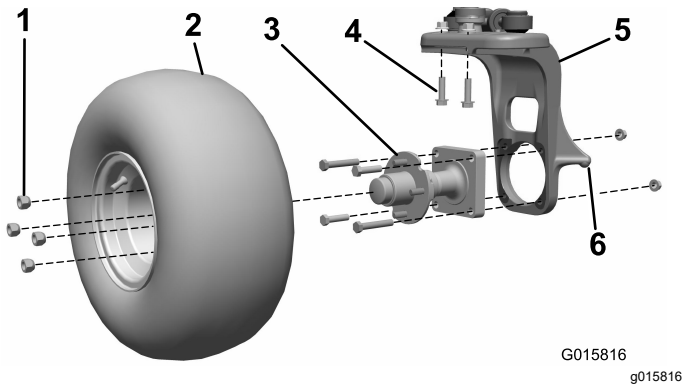

Figur 1
1. Hæv enheden på styrehjulsgaflens løftepunkt (Figur 1).
2. Fjern hjulsamlingen fra hjulnavet. Gem hjulmøtrikkerne (Figur 1).
3. Fjern de 4 bolte og 2 møtrikker, der fastgør hjulnavet på styrehjulsgaflen (Figur 1). Kasser alle delene.
4. Fjern de 2 bolte og 2 møtrikker, der fastholder den lodrette styretap på styrehjulsgaflen (Figur 1). Kasser disse dele.